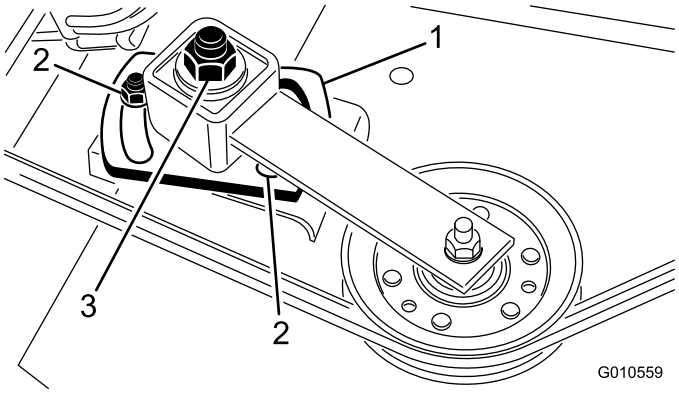

Figur 30
5. Dra åt remskivans justeringsmutter till 47–54 N·m med en hylsa och en momentnyckel (Figur 30).